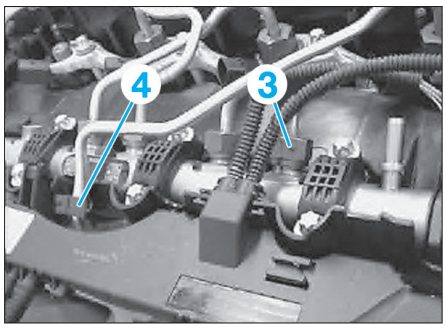

Fig. 57
• Retirer l'écrou-raccord de la rampe haute pression (3) **(Fig.57)**.
• Veiller au positionnement correct du bloc caoutchouc (4) et de la protection antifrottement sur la conduite haute pression **(Fig.57)**.